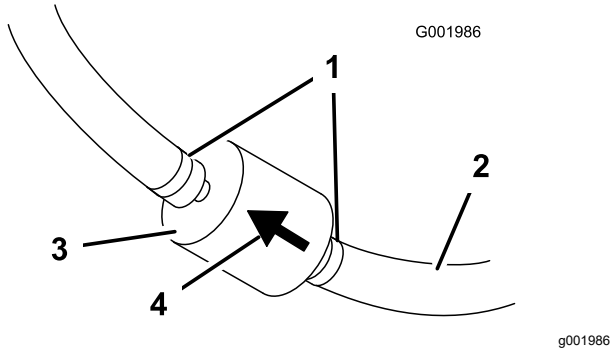

Figuur 46
5. Druk de uiteinden van de slangklemmen naar elkaar toe en schuif ze weg van het filter (Figuur 46).